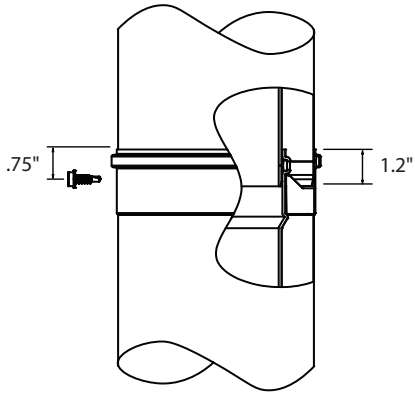

Figure 18
3. Use the two provided self-tapping screws to secure the outer vent sleeves at the joint, 3/4in from the edge and on opposite sides of the pipe. (***Fig.18***)